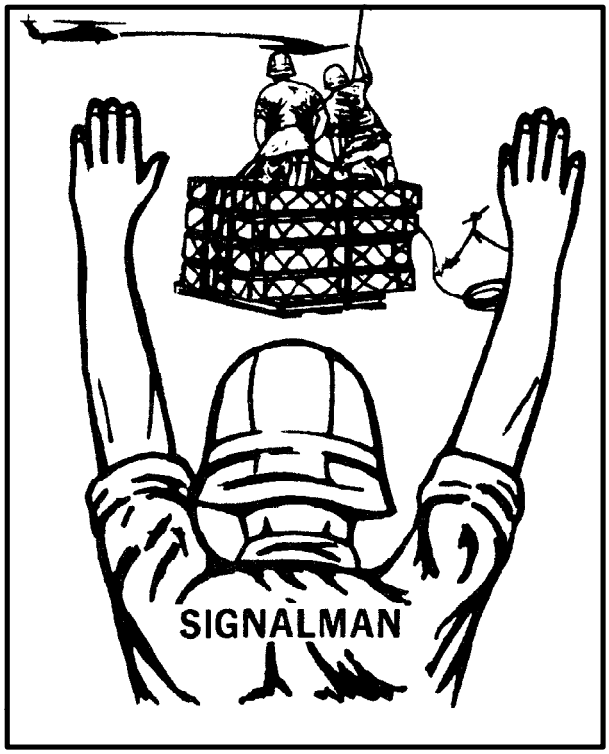

*Figure 5-2. Ground Crew Initial Position*
**e. Positioning Personnel (Army).** As the helicopter approaches the landing site, the ground crew personnel put on their equipment and take up their positions. The signalman positions himself at the aircraft's 12 o'clock position, upwind of the load, facing the load and the aircraft (Figure 5-2). The USMC outside director is referred to as a signalman.